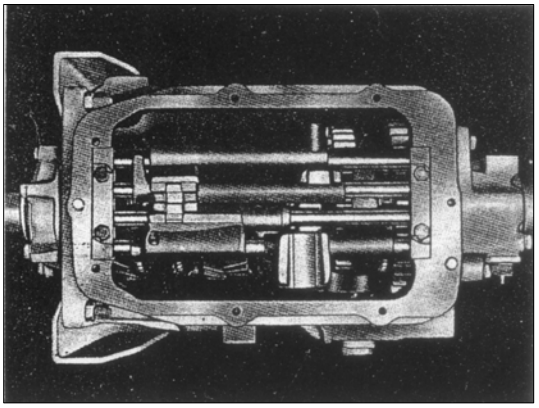

РИС. 195
3) Снимите стопорные пластины болтов, удерживающих зажимы переключателей. Снимите болты и зажимы с обеих сторон переключателя (см. рис.195)